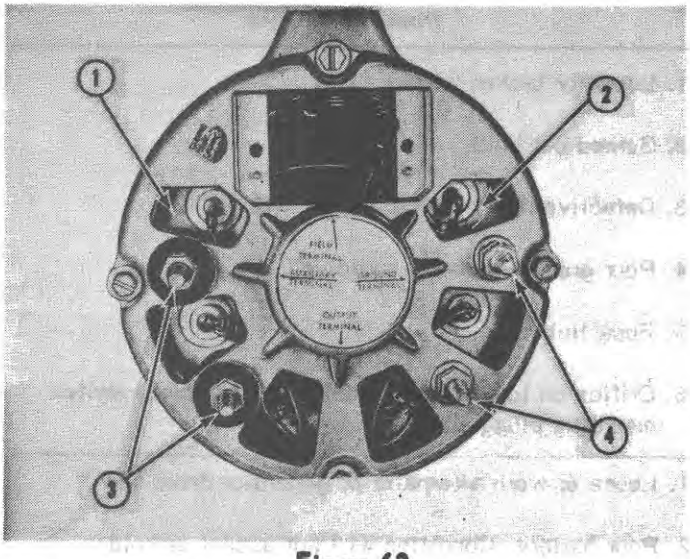

Figure 62
2. Insert the heat sink studs through the openings in the rear housing. Place the insulating washers over the studs, as shown in Figure 62, for 12 volt negativ ground units. Install the locknuts as shown an tighten securely.